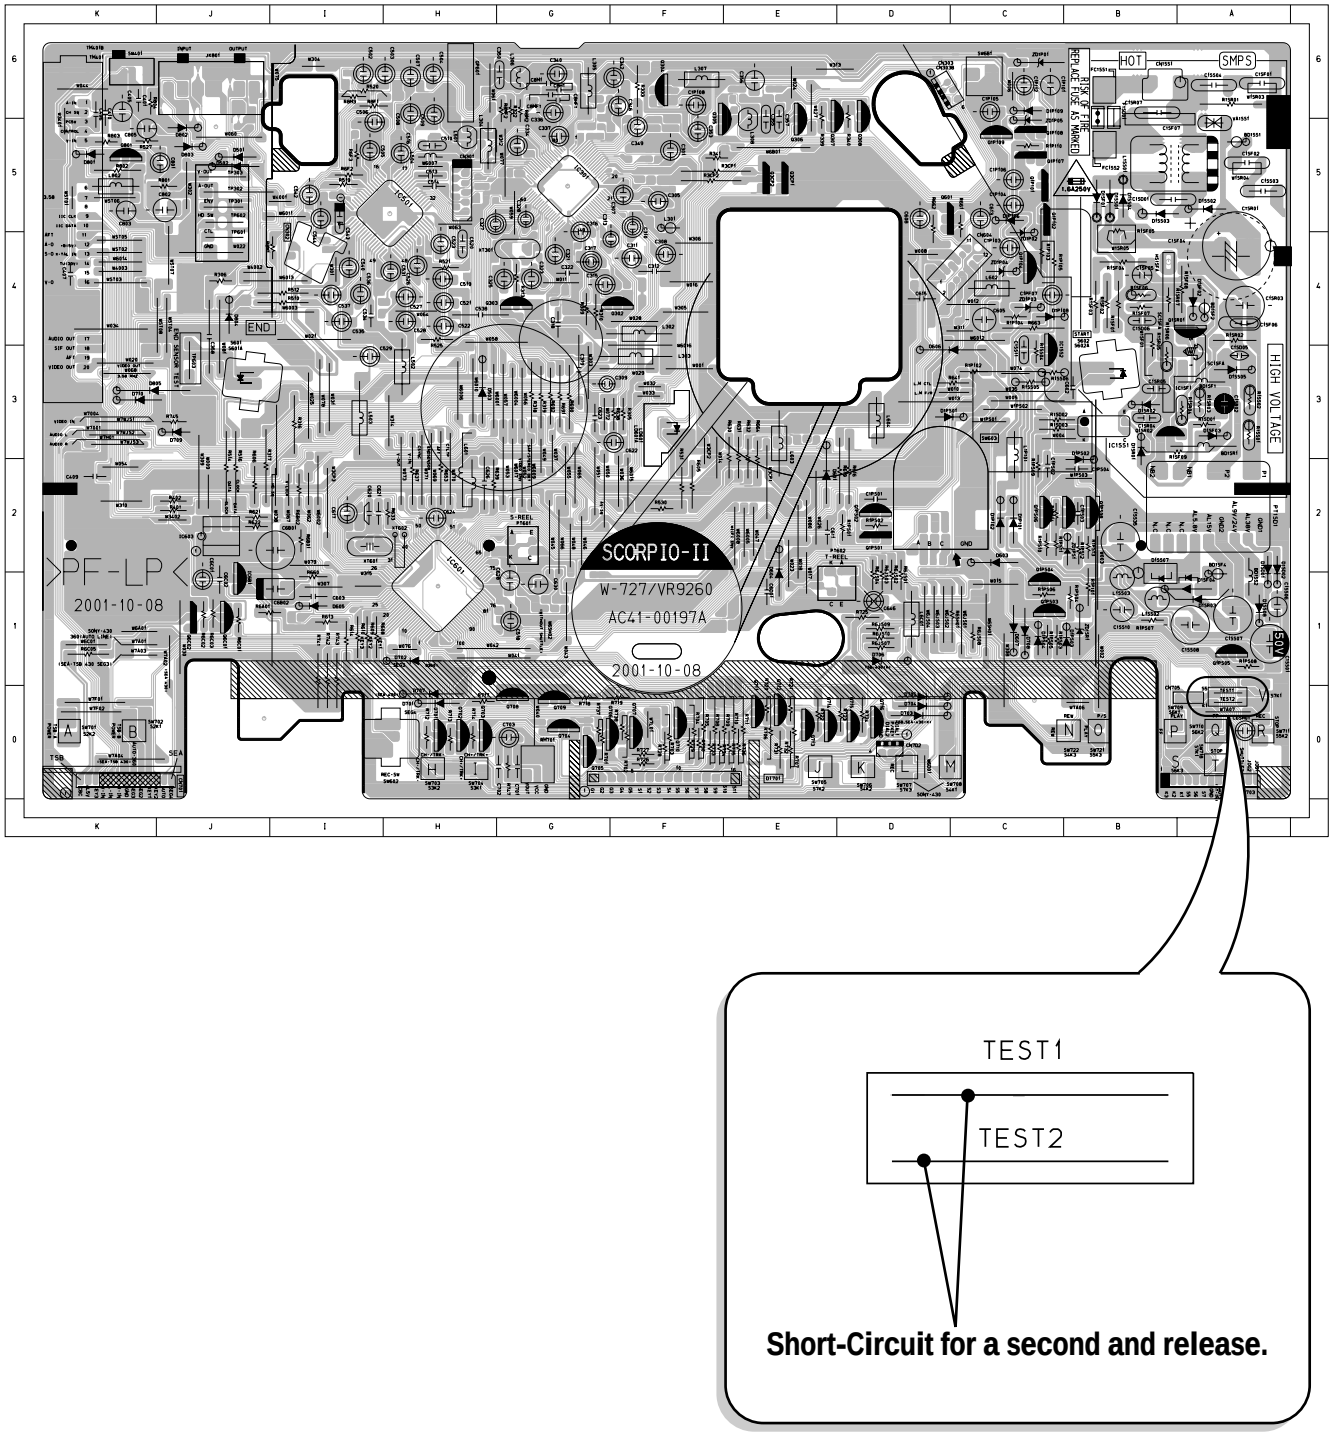

Fig. 5-2 Main PCB (Top View)
2) Monmently short-circuit the test point on Main PCB with pincers to set the adjustment mode. (See Fig. 5-2)